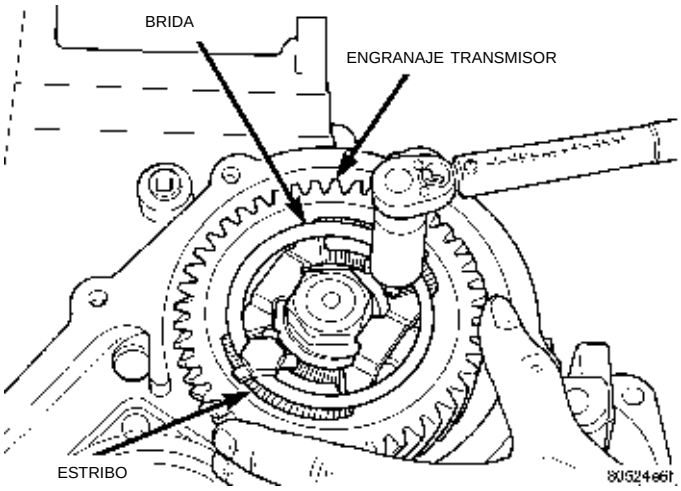

Fig. 180 Apriete la tuercas de retén de la brida
(5) Apriete los pernos de retención con una torsión de 23 N·m (200 lbs. pulg.) (Fig. 180).